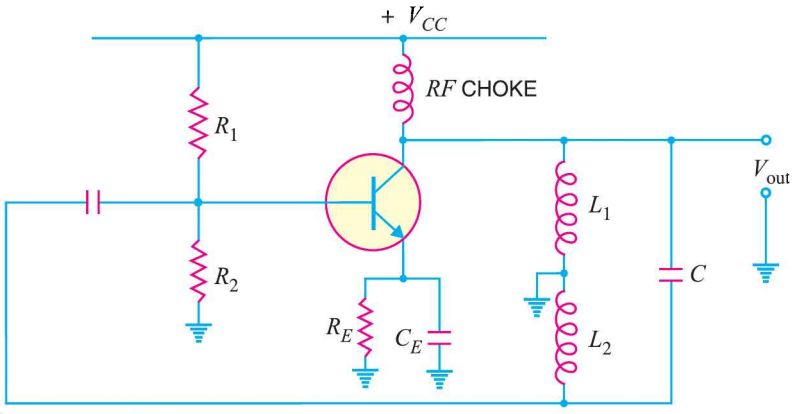

Fig. 14.25
2. Figure 14.25 shows the Hartley oscillator. If L_1 = 1000 μH, L_2 = 100 μH and C = 20 pF, find the (*i*) operating frequency and (*ii*) feedback fraction. **[(*i*) 1052 kHz (*ii*) 0.1]**
4. For the Hartley oscillator shown in Fig. 14.25, $C = 250$ pF, $L_1 = 1.5$ mH, $L_2 = 1.5$ mH and $M = 0.58$ mH. Determine the operating frequency. **[159.2 kHz]**